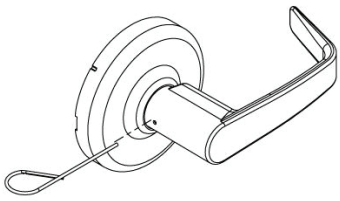
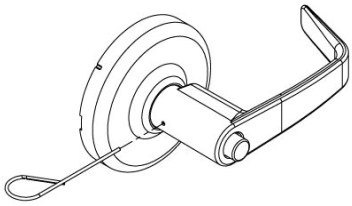

Figure 13
Figure 14
c. Plain Lever (Figure 13) & Push/Turn Button (Figure 14)